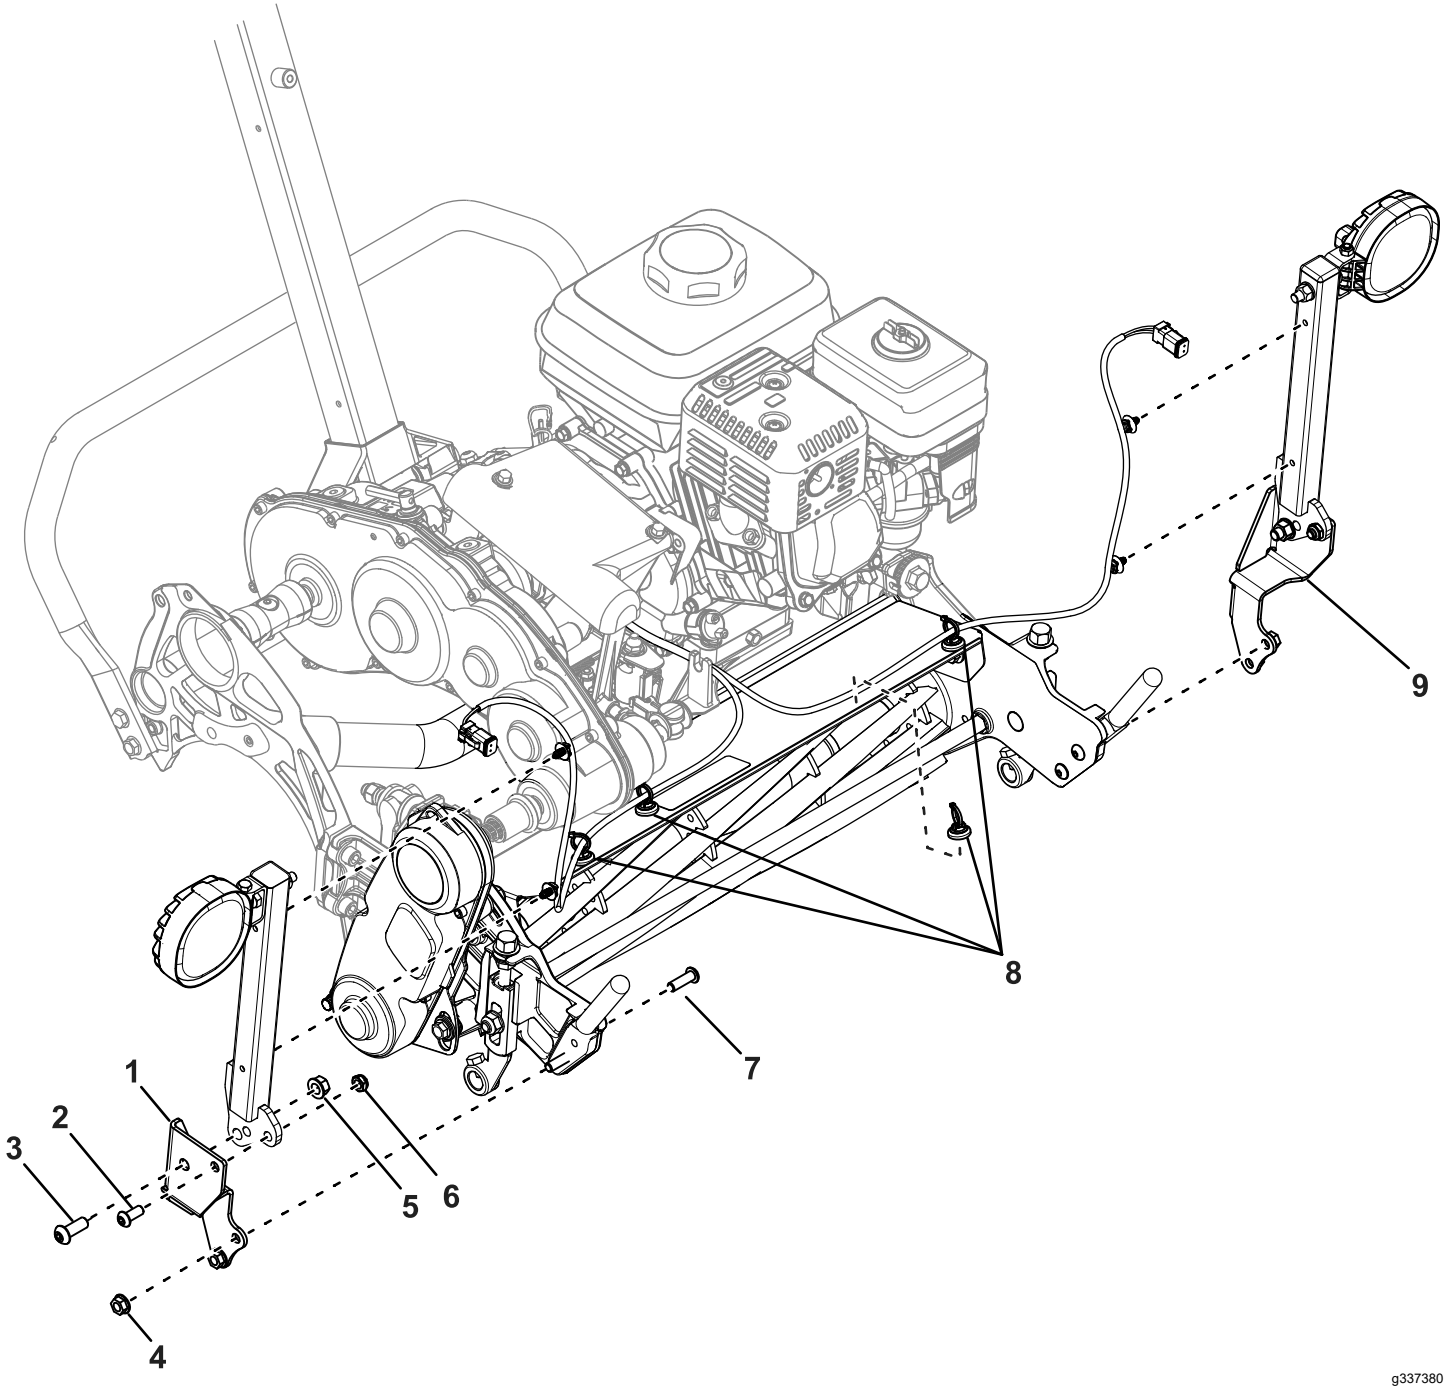

Figure 2
1. Avec 2 vis à tête creuse (5/16"), 2 contre-écrous, 2 vis à tête creuse (3/8") et 2 écrous à embase (3/8"), fixez les supports des feux sur les pattes de fixation (Figure 2).
3. Avec 4 boulons et 4 écrous à embase (5/16"), fixez les pattes de fixation sur les supports de bac de l'unité de coupe (Figure 2).
4. Montez les fixations du faisceau aux emplacements indiqués à la Figure 2.